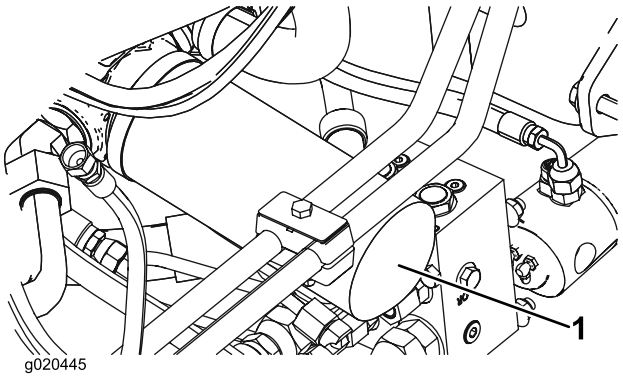

図 73
2. フィルタ容器の周辺をウェスできれいにぬぐう。フィルタの下に廃油受けを置いてフィルタを外す図 73。